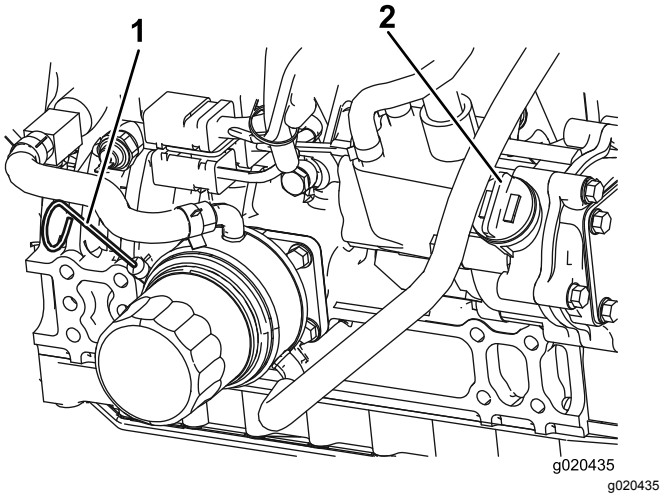

Figur 59
3. Fjern målepinden, tør den af, sæt den ind i røret, og træk den ud igen. Oliestanden bør være mellem full- og add-mærket (Figur 59).
4. Hvis olieniveauet er lavt, skal du fjerne dækslet (Figur 59) og tilføje olie, indtil det er mellem full- og add-mærket. **Fyld ikke for meget på.**